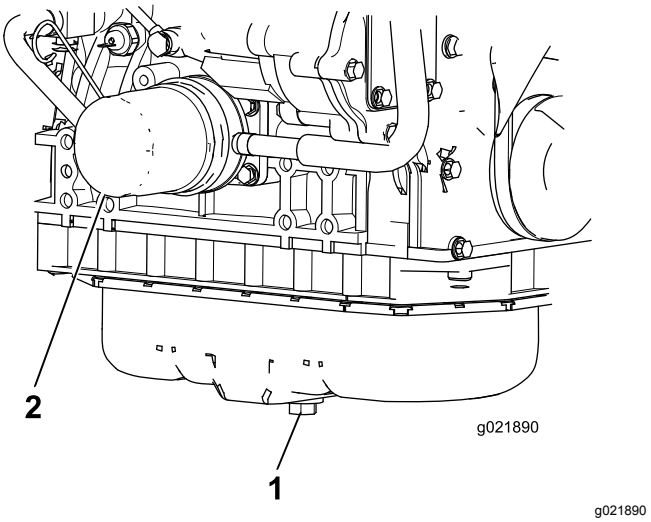

**Figur 75**
1. Fjern tappepluggen (Figur 75) og la oljen renne ut i et tappefat.
3. Ta av oljefilteret (Figur 75).